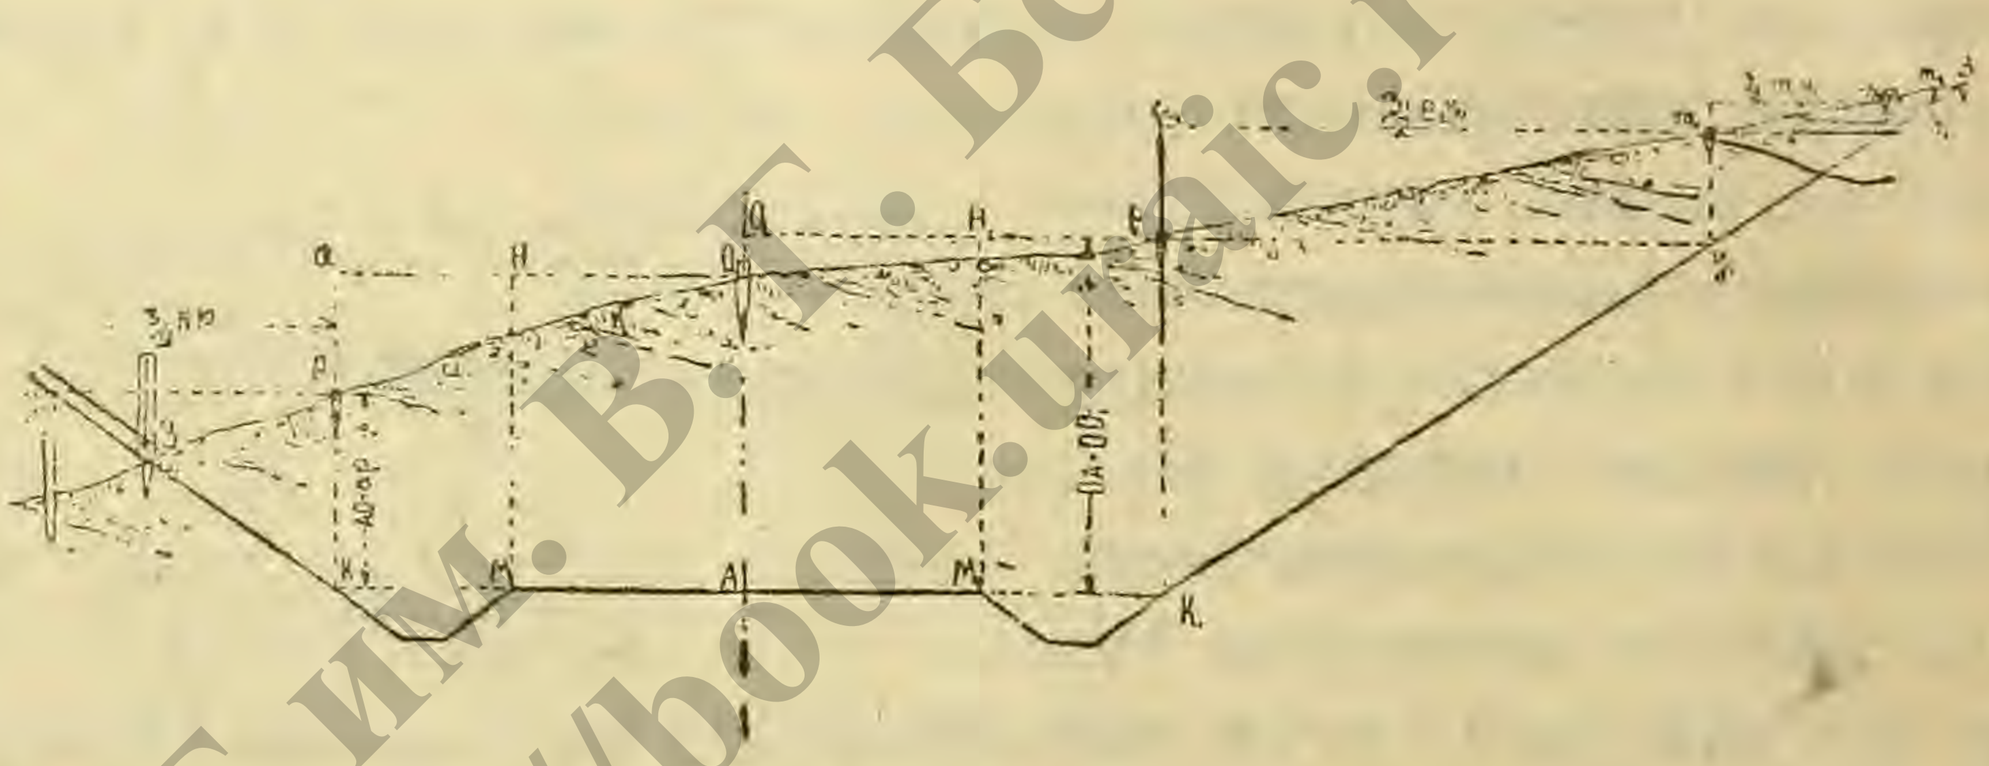

Рис. 244.
4. *Выемка на косогоре.* Пусть глубина выемки OA (рис. 244), откосы полуторные. Чтобы понять производство разбивки, наметим чертеж выемки. Влево от оси (под гору) отложим по горизонтальному направлению Oa = половине ширины полотна + ширина кювета, и под точкою a по отвесу забьем колышек p. Таким образом мы наметим то место, где под землею должна быть точка $к$ (край кювета). Из чертежа видно, что если мы от точки p по горизонтальному направлению отложим Py = заложению откоса, то точка y будет находиться на продолжении откоса в воздухе; а чтобы найти точку, где этот откос пересекается с землею, нам нужно вернуться обратно, приложив откосное лекало по направлению обратному; для этого забивают кол с вершиною, находящеюся на одном уровне с точкою p (как это сделать — мы уже
знаем), и к этому колу прикладывают откосное лекало, как указано на рис. 244. В точке 3 забивают кол. Как же найти расстояние py? Оно будет при полуторных откосах $= 1^1/_2\ pK$, а pK (из чертежа видно) равняется глубине выемки в этой точке и будет меньше красной отметки OA на величину pa, равную превышению точки O над точкою p: это превышение узнается при помощи рейки, укладываемой горизонтально, и непосредственным измерением.